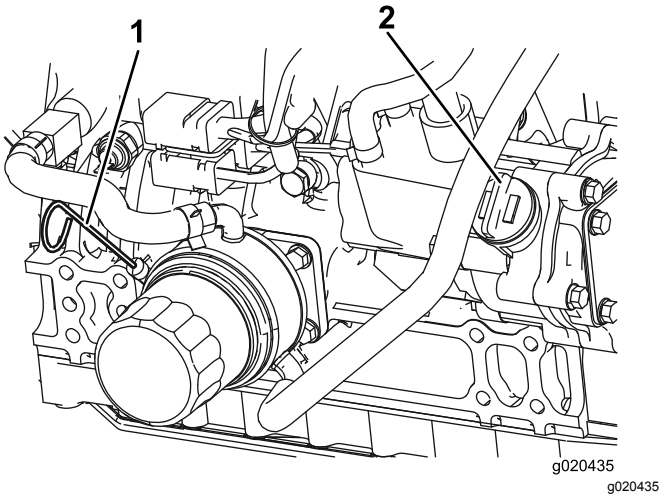

Figur 74
3. Fjern målepinden, tør den af, sæt den ind i røret, og træk den ud igen. Oliestanden bør være mellem full- og add-mærket (Figur 74).